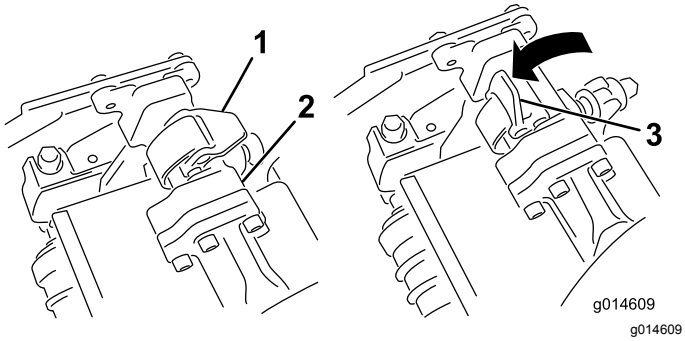
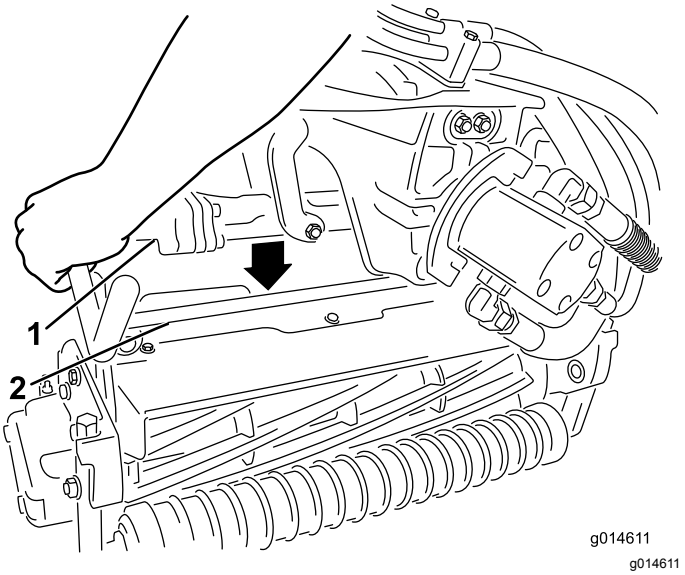

Rysunek 11
Rysunek 12
5. Gdy zapadki na pręcie ramienia podwieszonego skierowane są ku górze (tzn. gdy są otwarte) (Rysunek 11), popchnij ramię podwieszone w dół, tak aby pręt dopasował się do innego pręta w górnej części zespołu tnącego (Rysunek 12).
6. Zamknij zapadki wokół pręta zespołu tnącego, a następnie zablokuj je na swoim miejscu(Rysunek 11).